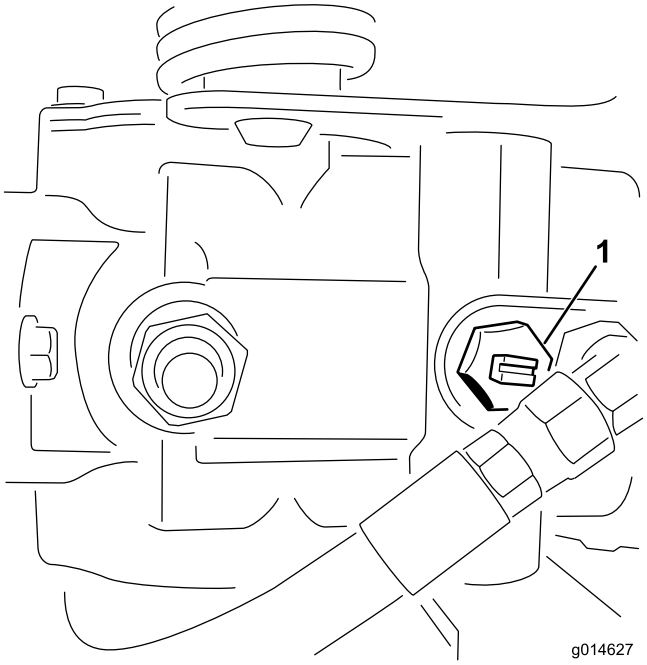

Figuur 41
1. Ga naar de omloopklep op de pomp en draai deze zodat de sleuf verticaal staat (Figuur 41).
2. Voordat u de motor start, moet u de omloopklep sluiten door deze zo te draaien dat de sleuf horizontaal staat (Figuur 41). U mag de motor niet starten als de klep open is.